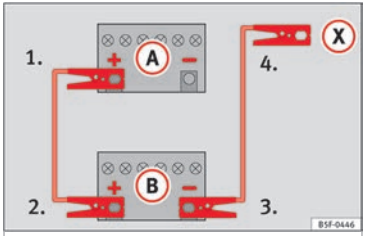

Fig. 192 Diagram of connections for vehicles without Start-Stop system.
2. Connect one end of the *red* jump lead to the positive (+) terminal of the vehicle with the flat battery (A) ››› **Fig. 192**.
3. Connect the other end of the *red* jump lead to the positive terminal (+) in the vehicle providing assistance (B).
4. **For vehicles without Start-Stop system:** connect one end of the *black* jump lead to the negative terminal (–) of the vehicle providing the current (B) ››› **Fig. 192**.